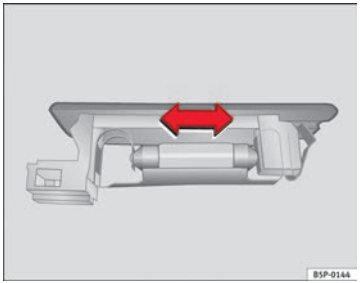

Fig. 181 Luggage compartment light
– Press the bulb sideways and remove it from its housing ⇒ Fig. 181. ■